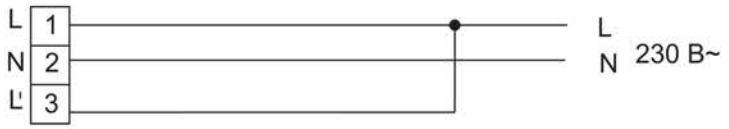

Рисунок 3
– присоединить подготовленные концы сетевого кабеля к винтовым зажимам клеммной колодки, согласно маркировке (рисунок 3):
2) фазный некоммутированный проводник сети – подключить к контактному зажиму (L);
3) нейтральный проводник сети – подключить к синему зажиму (N);